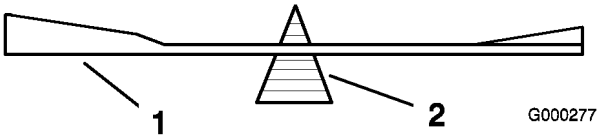

Figur 79
2. Kontrollera knivens balans med en knivbalanserare (Figur 79). Om kniven stannar kvar i ett horisontellt läge är den i balans och kan användas. Om kniven inte är balanserad